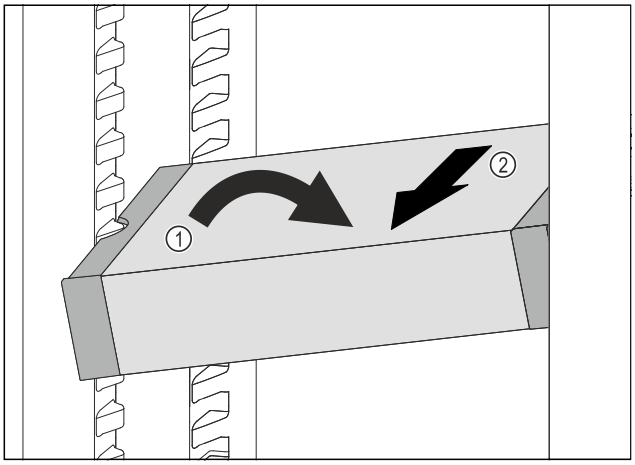

Fig. 181
▶ Poziționați oblic VarioSafe în frigider. *Fig. 181 (1)*
▶ Extrageți VarioSafe spre înainte. *Fig. 181 (2)*